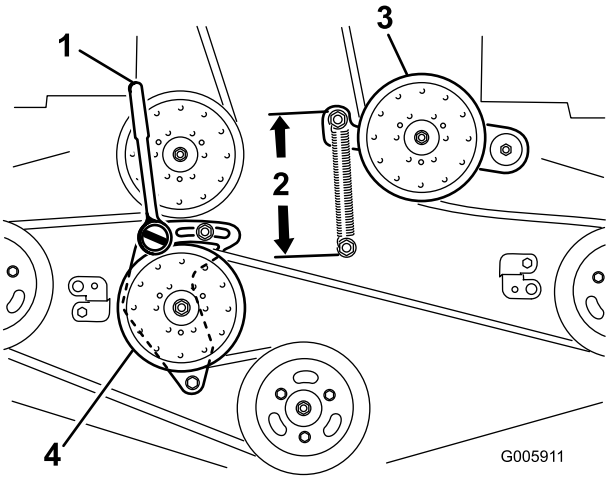

Figur 64
6. Løsn den faste styrearm, og juster den for at mindske remspændingen (Figur 64).
9. Isæt en skralde med en kort udvidelse eller en afbryderbøjle i det firkantede hul i den faste styrearm (Figur 64).
11. For at øge remspændingen skal du dreje skralden eller afbryderarmen mod uret for at flytte den faste styrearm, indtil der er en afstand på 16,5 cm mellem fjederkrogene (Figur 64).